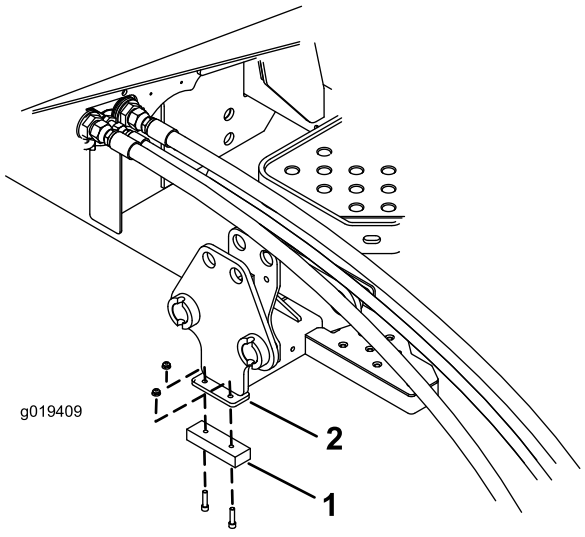

Figura 5
3. Montate un paraurti sulla parte inferiore della staffa con viti e dadi (2) da 6,3 mm (Figura 5).